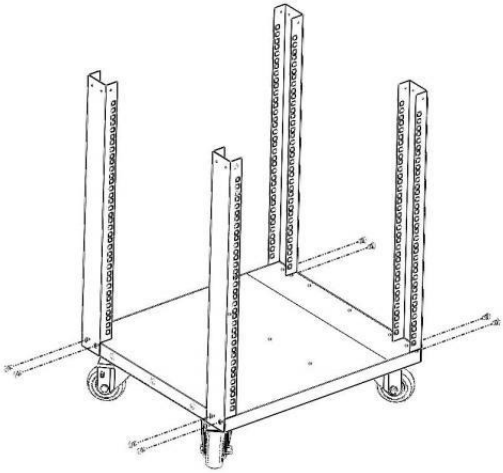

Abbildung 2
2. Ausrichten Die Ecke Unterstützung (③) mit unteres Feld (②), sicher mit 2 M5 - Montageschrauben (⑦) mittels Elektroschraubendreher befestigen . dann verwenden Gleiches Vorgehen zur Befestigung der restlichen 3 Eckstützen (③). . Sehen Abbildung 2 .